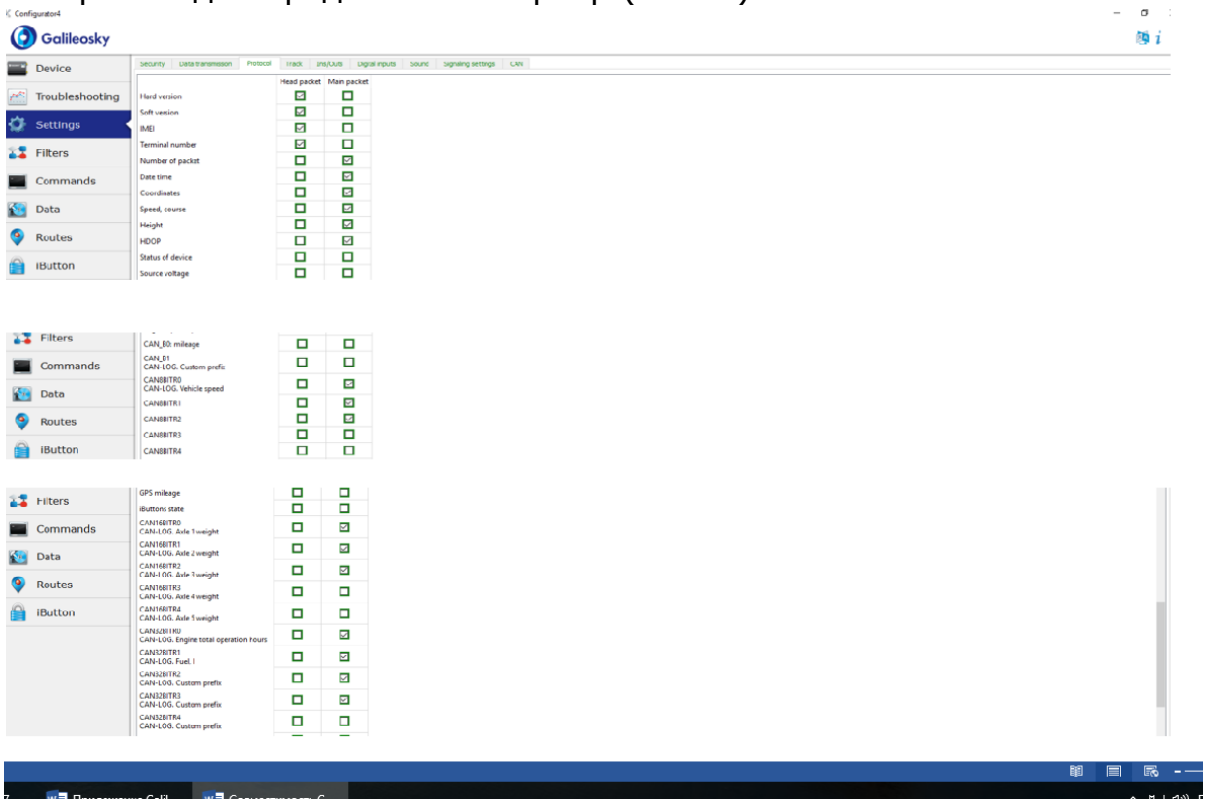

Рисунок 5
4.1.3. Для настройки протокола передачи данных, на вкладке «Протокол» необходимо установить галочки напротив параметров, которые надо передавать на сервер (Рис. 5):